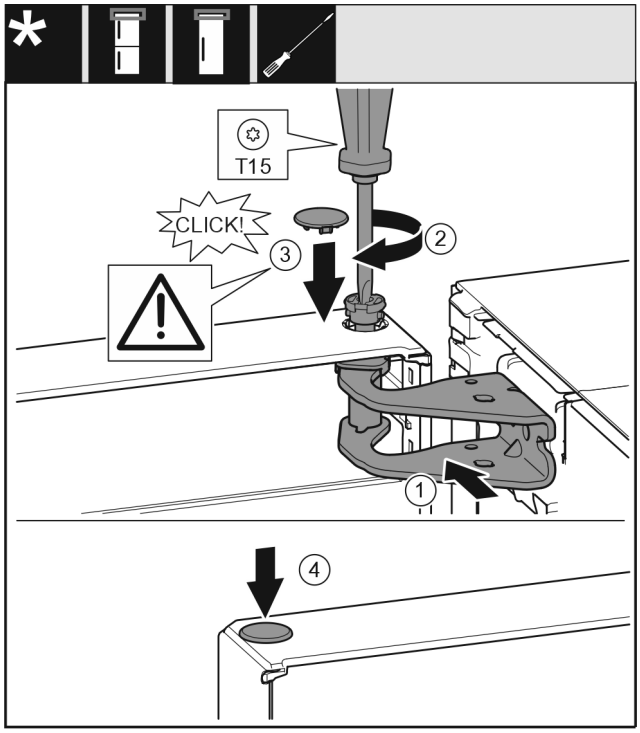

Fig. 23
▶ Dveře nahoře vyrovnejte s otvorem ve stojanu ložiska *Fig. 23 (1)*.
▶ Vložte čep *Fig. 23 (2)* a pevně jej utáhněte šroubovákem.
▶ Nasaďte kryt *Fig. 23 (3)*.
▶ Zkontrolujte, zda kryt *Fig. 23 (3)* doléhá na dveře.
▶ Nasaďte kryt *Fig. 23 (4)*.